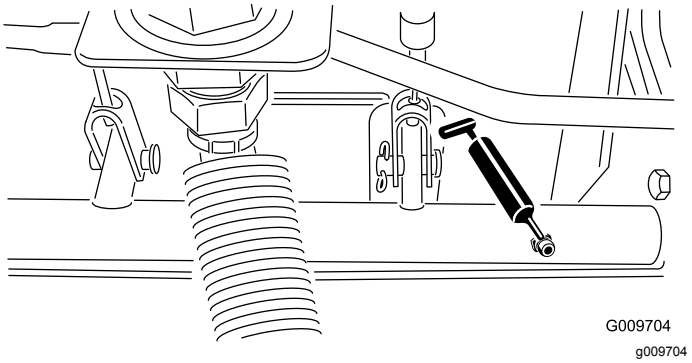

Figur 48
- Bromsaxelns lager (5) (Figur 48)